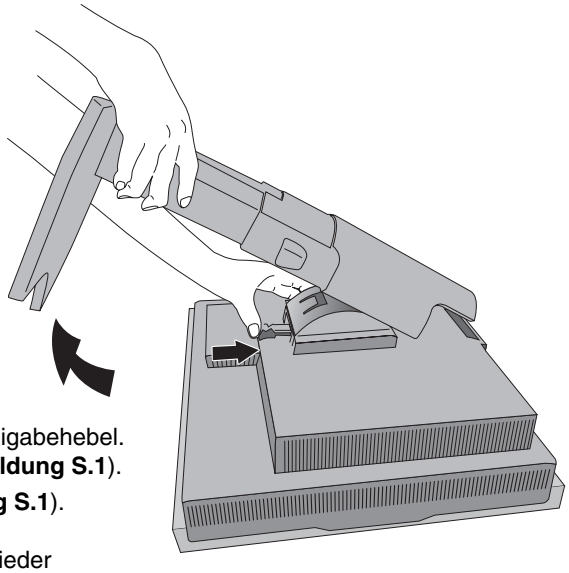

Abbildung S.1
Um dies zu vermeiden, legen Sie den Monitor mit der Display-Seite nach unten auf einen Tisch, wobei der integrierte Frontsensor über den Tischrand hinausragt (**Abbildung S.1**).
4. Fassen Sie mit einer Hand den Fuß und mit der anderen den Schnellfreigabehebel. Drücken und halten Sie den Schnellfreigabehebel in Pfeilrichtung (**Abbildung S.1**).
5. Heben Sie den Monitorfuß an, um ihn vom Monitor zu lösen (**Abbildung S.1**).